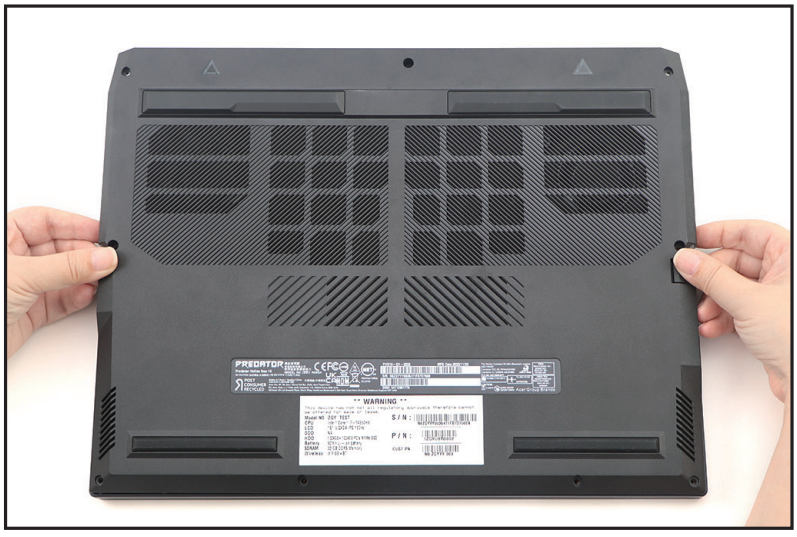

Figure 1-9. Base Cover Removal
7. Remove the base cover (Figure 1-9).